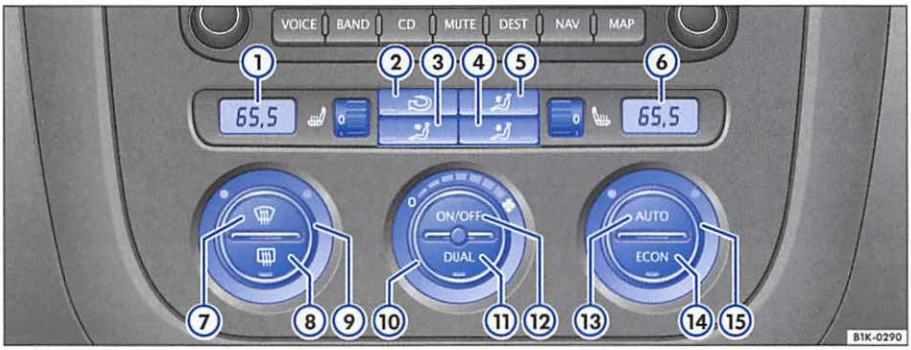

Fig. 76 In the center console: Climatronic controls
– To adjust the temperature for the left or right side, turn the appropriate temperature control ⇒ fig. 76 ⑨ or ⑮.
– The functions will be switched on when one of the buttons ② to ⑤ is pressed. When a function is switched on the light in the button comes on. Press the button again to switch off the function.
① Display of the selected interior temperature for the left side.
② Button air recirculation mode ⇒ fig. 76
③ Button central air distribution
④ Button downward air distribution
⑤ Button upward air distribution
⑥ Display of the selected interior tem/perature for the right side.
⑦ Button – defrost function for the windshield. The air drawn in from outside the vehicle is directed at the windshield. The air ▶
– Press and hold the [ECON] button ⇒ page 78, fig. 76 and the [AUTO] button at the same time until the temperature display switches from one temperature unit to the other.